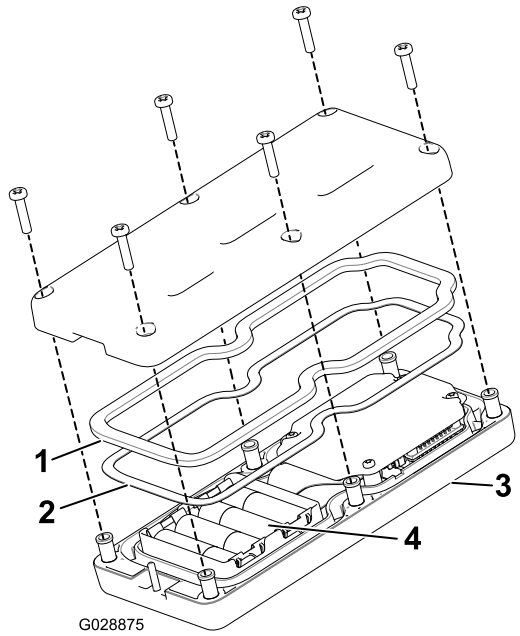

Rysunek 46
3. Odkręć 6 śrub z tyłu pilota, a następnie zdejmij pokrywę (Rysunek 46).
5. Podłącz każdą nową baterię do zacisków, zachowując odpowiednią biegunowość. (Jeśli baterie zostaną zamontowane nieprawidłowo, urządzenie nie zostanie uszkodzone, ale nie będzie działać). Na uchwycie wytłoczona jest biegunowość każdego zacisku (Rysunek 46).
6. W razie przypadkowego wyjęcia uszczelki gumowej i uszczelki stalowej ostrożnie włóż je z powrotem do rowka w obudowie pilota (Rysunek 46).
7. Załóż z powrotem pokrywę i przykręć ją za pomocą 6 odkręconych wcześniej śrub (Rysunek 46). Dokręć śruby z momentem od 1,5 do 1,7 N-m.